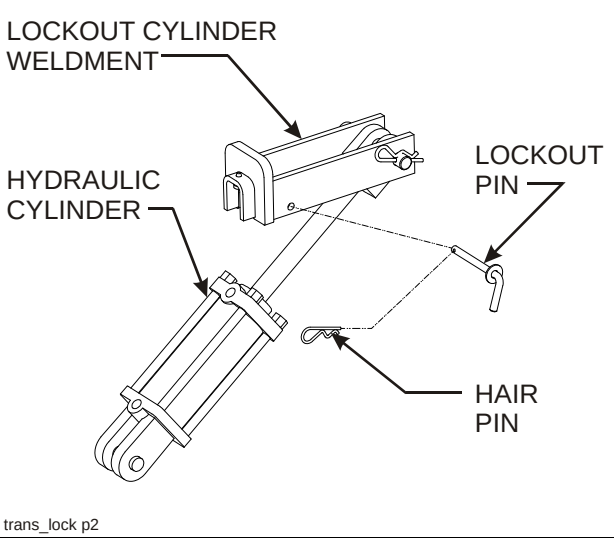

**Figure 4-3: Frame Lift Cylinders**
3. Place the transport lock brackets on the rods of the lift cylinders on the main frame and pin in place **(See Figure 4-3.)**